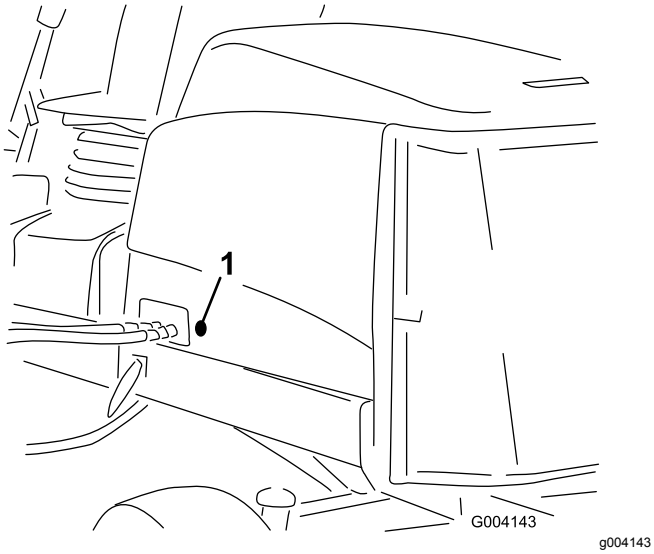

**Figur 17**
2. Ta bort den gummihylsa som sitter i hålet på motorhuvens vänstra sida (Figur 17).